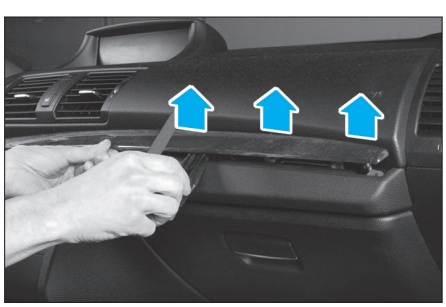

Fig. 27
• Dégrafer avec précaution la baguette décorative **(Fig.27)**.